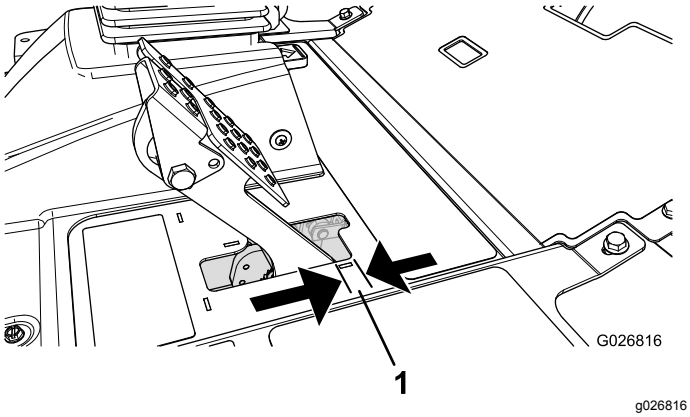

Figur 71
Justera bromsarna om bromspedalen har mer än 2,5 cm fritt spel (Figur 71) eller om större fasthållningskraft krävs. Det fria spelet är det avstånd bromspedalen förflyttar sig innan bromsmotståndet känns av.
2. Dra åt den bakre muttern så att kabeln förs bakåt tills bromspedalerna har ett fritt spel på 0,63–1,27 cm (Figur 71) innan hjulen låses.